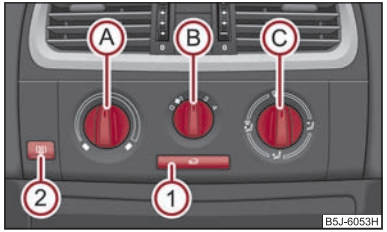

Fig. 90 Calefacción: Elementos de mando
La entrada de aire para cada eyector se ajusta con el regulador de la distribución de aire Ⓒ ⇒ página 82, fig. 90. Los difusores **3** y **4** se pueden cerrar y abrir por separado:
– Gire el regulador giratorio (A) ⇒ fig. 90 hacia la derecha para aumentar la temperatura.
– Gire el regulador giratorio (A) hacia la izquierda para bajar la temperatura.